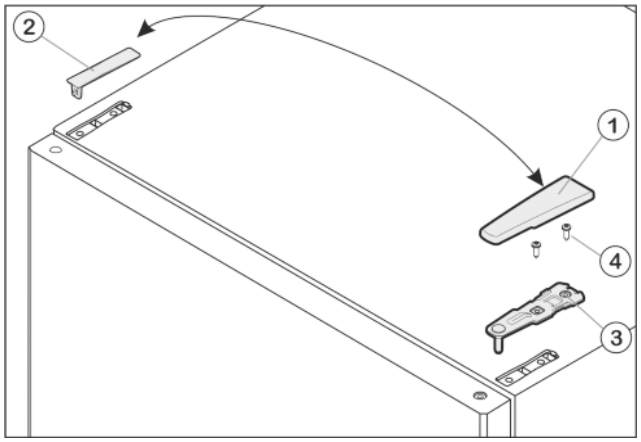

Fig. 7
▶ Потяните крышку *Fig. 7 (1)* вперед и вверх.
▶ Снимите крышку *Fig. 7 (2)*.
▶ Открутите верхний опорный кронштейн *Fig. 7 (3)*(2 шт. Torx® 25) *Fig. 7 (4)* и вытяните вверх.
- ▶ Установите верхний опорный кронштейн *Fig. 7 (3)* на новой стороне шарнира и защелкните в дверце.
- ▶ Привинтите верхний опорный кронштейн **(с моментом 4 Нм)**(2 шт. Torx® 25) *Fig. 7 (4)*. При необходимости проделайте отверстия или используйте аккумуляторную отвертку.
- ▶ Наденьте и защёлкните крышку *Fig. 7 (1)* и крышку *Fig. 7 (2)* на противоположной стороне снаружи.